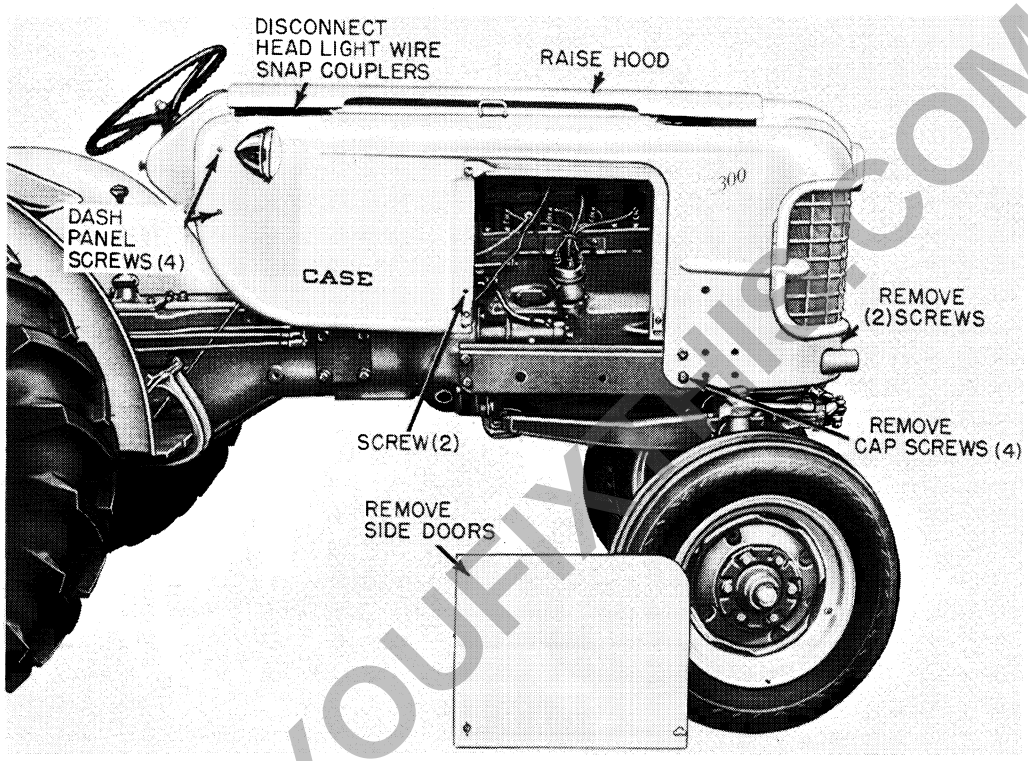

Fig. 1. The Sheet Metal
a. Raise the hood and disconnect the headlamp wires. These are snap couplers and are found on either side of the battery. Figs. 1 and 3.
b. Remove the two engine side panels. Fig 1.